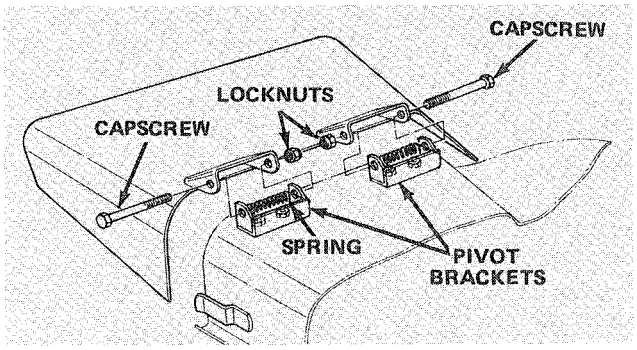

Figure 5
1. Remove capscrews, locknuts and springs securing deflector mounts to pivot brackets (Fig. 5).
2. Remove carriage bolts and flange nuts securing pivot brackets to housing (Fig. 5).